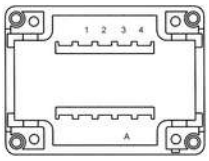

Fig 3
2. Each pushbutton station is supplied with contacts as shown In Table 1. Additional contacts must be fitted in accordance with the options shown in Table 1 and positions shown in Figures 3 and 4, (3 station not shown).